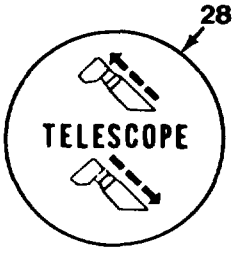

Figure 4-9. *Boom Telescope*
28. **Boom Telescope Lever** extends or retracts boom: push to extend boom; pull to retract boom (Figure 4-9).